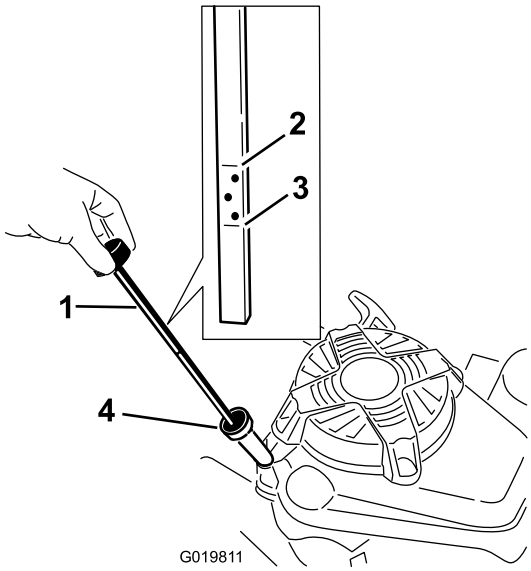

Figur 7
3. Hvis krumtaphuset er tomt, påfyldes olie gennem påfyldningsrøret, indtil ca. 3/4 af krumtaphuset er fyldt (Figur 7).
6. Aflæs oliestanden på målepinden (Figur 7).